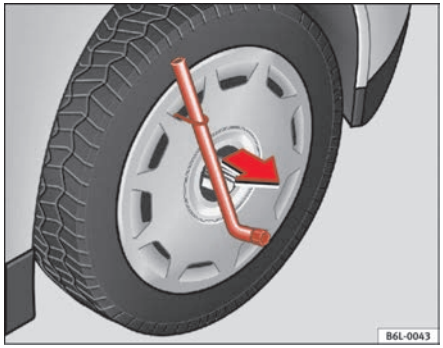

Fig. 123 Remove the complete hub cap
– Remove the wheel cover using the wire hook ⇒ fig. 123.